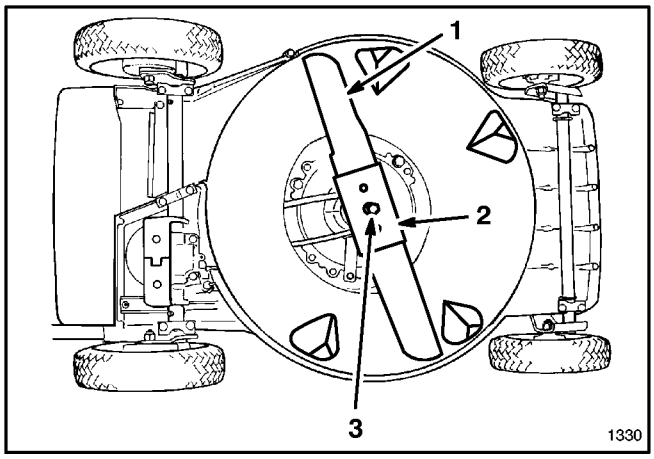

**Abbildung 23**
**5.** AUSBAU DES MESSERS—Endstück des Messers mit Lappen oder dickem Handschuh festhalten. Entfernen Sie Messerbolzen, Fächerscheibe, Messerverstärker und Messer (Abb. 23).